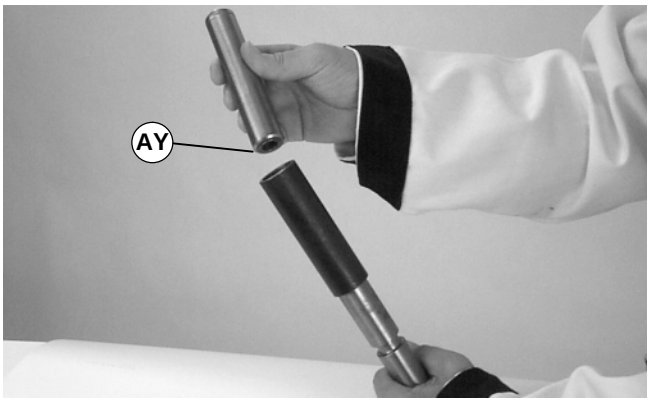

Abbildung 40
4. Das offene Ende der Welle (AY siehe Abbildung 40) in die Hülse plazieren.